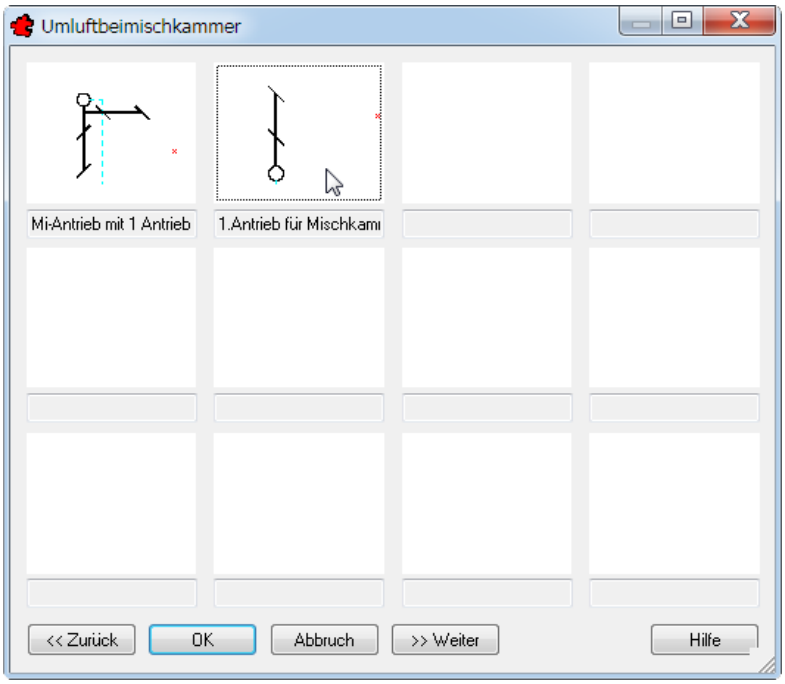

Bild 28.7 – Der Antrieb für die Mischkammer
- In der folgenden Dialogbox führen Sie einen Doppelklick auf das Dia *1. Antrieb für Mischkammer* aus (Abb. 28.7).
☞ Sollten Sie einmal falsch wählen, so können Sie Ihre Konfiguration mit den Schaltflächen *Zurück* und *Weiter* berichtigen (vgl. Abb. 28.7 und 28.8). Dies funktioniert jedoch nur, solange die Blockverwaltung noch aktiv ist.